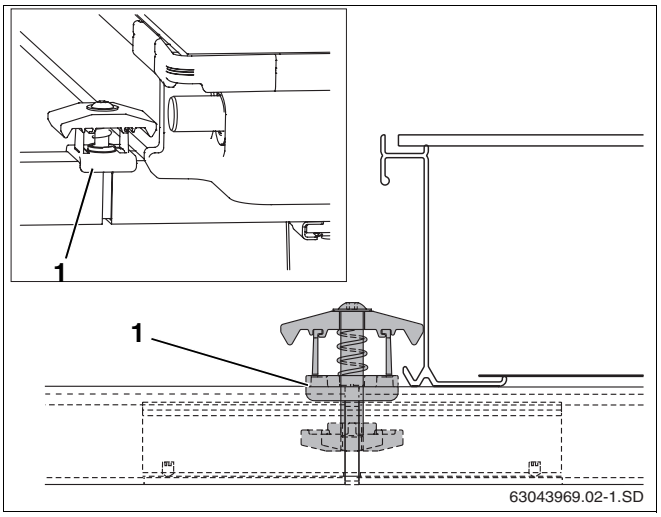

Abb. 47 Doppelseitigen Kollektorspanner montieren
- Doppelseitigen Kollektorspanner mit der Mutter voran so in die Öffnung der Profilschiene und des Steckverbinders legen, dass der Kunststoff-Distanzbock (Abb. 47, **Pos. 1**) die Profilschiene umgreift.